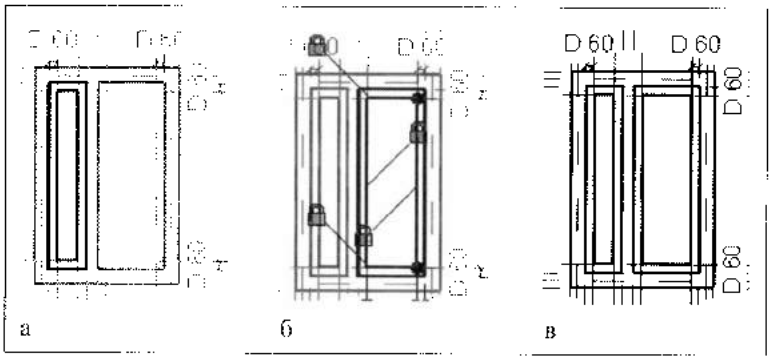

Рис. 18.10. *Создание объемной формы для рамы*
6. На ленте **Create Extrusion** в разделе **Datum** выбрать инструмент **Rectangle** и сделать в поле **Depth** значение по умолчанию отрицательным (–250). Нарисовать два прямоугольных контура, задающих первую створку: наружный контур по точкам пересечения старых опорных плоскостей, определяющих ширину в сечении переплета, и внутренний контур по точкам пересечения опорных плоскостей, задающих ширину рамы. Сегменты полученного контура зафиксировать (рис. 18.10,а).
7. Повторить предыдущий пункт для второй створки (рис. 18.10,б).
8. На ленте в разделе **Extrusion** нажать **Finish Extrusion** (рис. 18.10,в).